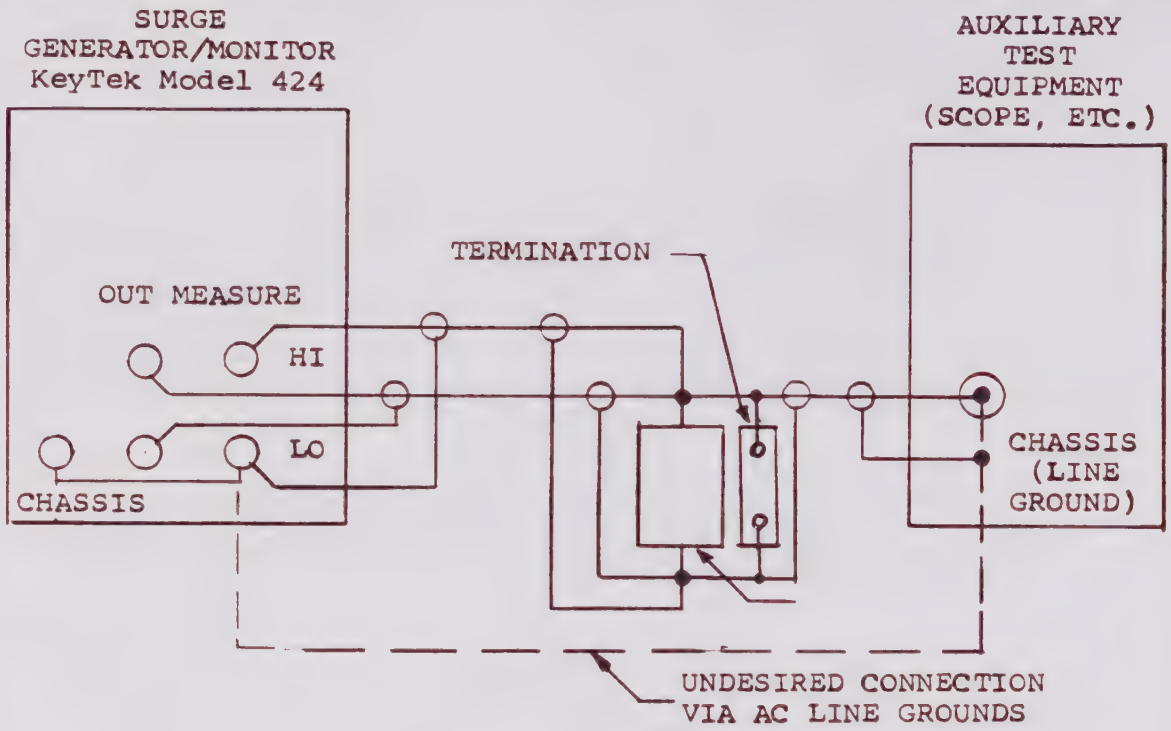
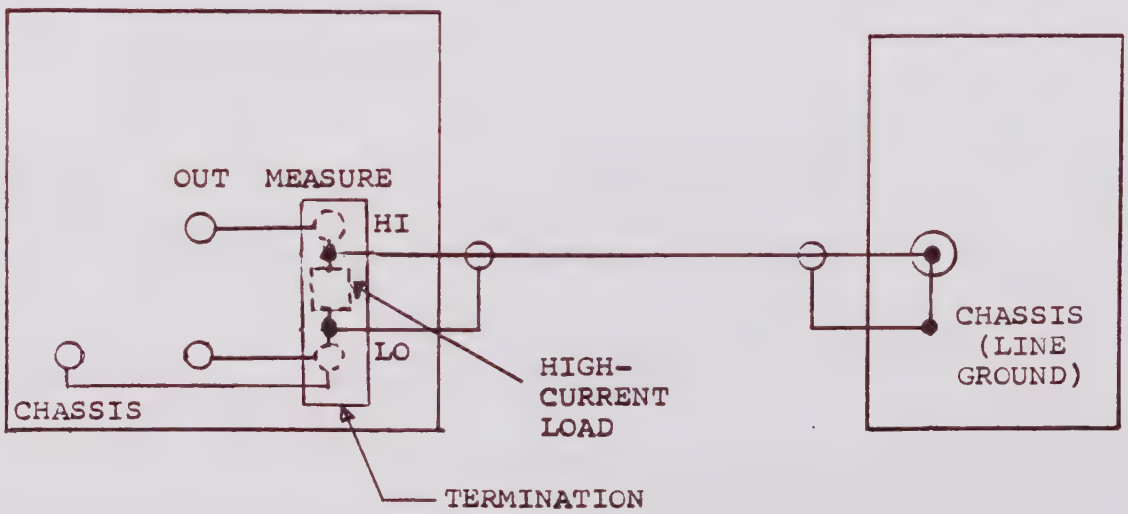

FIG. 2-6
FIG. 2-7
1. Mount the component or circuit under test right at the Model 424 Measure Hi - Measure Lo terminal pair; mounting the KeyTek Termination (use either the Model 485 or the 486, they are identical networks) at the Measure Hi-Measure Lo terminals as well, as in Fig. 2-7; or
For high-current loads, greatest accuracy will result when the load is mounted directly at the Model 424 Measure terminals, as shown in Fig. 2-7. Connections to the Out terminals are short, and the Auxiliary Equipment measures the output directly at the same points at which the Model 424 Measure input is applied.
If errors due to the auxiliary Out Hi/Lo-to Measure Hi/Lo inductive coupling loops are to be calibrated for the connection method of Fig. 2-6, the connection method of Fig. 2-7 can be used, measuring the same protector or other load. The protector or other load need not be repeatable, since what is being calibrated is the difference between the two instruments.